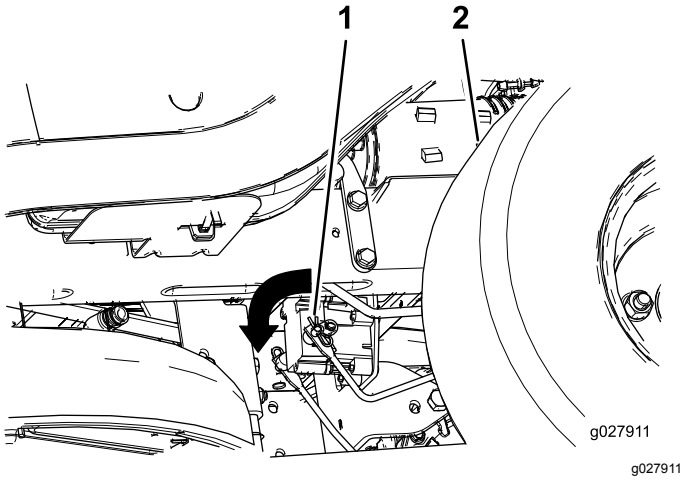

Figur 50
2. Finn akselen på den elektriske bremsen hvor bremseleddarmene er tilkoblet (Figur 50).